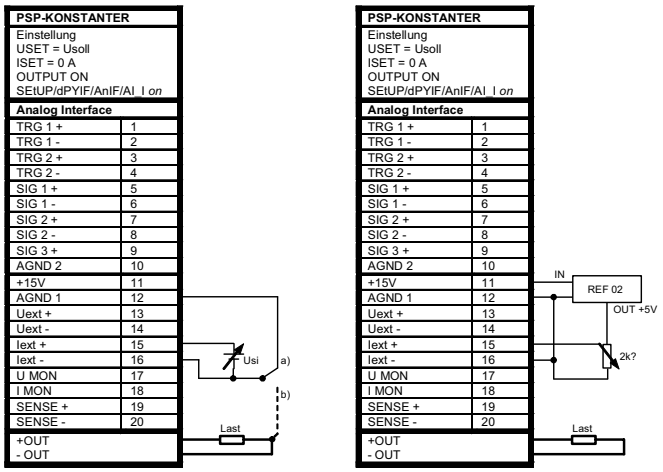

Figure 7.5 Wiring for Controlling Output Current with External Voltage / External Potentiometer
- The control inputs are not floating inputs: their reference point, AGND (1), is connected to the negative pole of the power output.
- If the reference point of control voltage Usi is connected to the negative output pole at the load side, the inverting input must be connected to this point (connection b in figure 7.5). Influ-
- If control voltage is isolated from the output, connect Iext – to AGND (1) (connection a in figure 7.5).
- If remote adjustment of output current is to be accomplished by means of a potentiometer, wiring can be laid out as shown in figure 7.5.